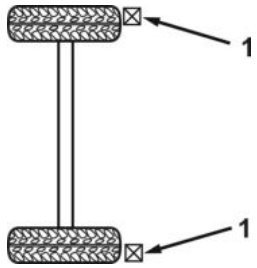

Figure 3. Chock Block Placement on Incline With Front of Trailer Facing Uphill.
3. If trailer is parked on an incline with front of trailer facing uphill, place chock blocks (Figure 3, Item 1) in back of both tires.